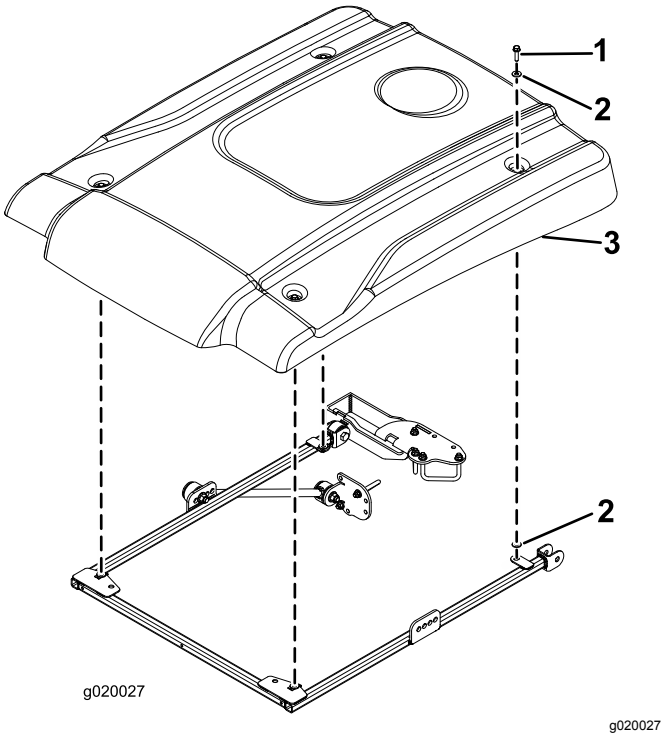

Figuur 16
15. Bij het uitlijnen van de bevestigingsgaten dient u het zonnescherm op het frame te plaatsen zoals wordt getoond in Figuur 16.
16. Bevestig de hoeken van het zonnescherm losjes op het frame met een flenskopbout (5/16" x 1¼") en 2 kleine ringen (Figuur 16). Plaats een ring aan elke zijde van de rubberen pakking van het zonnescherm.